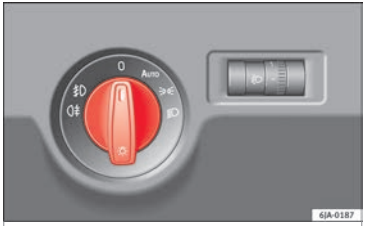

Fig. 45 Instrument panel: light control.
The location of the controls of **right-hand drive** cars differs slightly from the location shown here ››› Fig. 45 ››› page 61. However, the symbols indicating the respective positions of the controls remain the same.
– Turn the light switch ››› Fig. 45 to position ≡D. »
– Turn the light switch ››› Fig. 45 to position ≡D.
– Turn the light switch ››› Fig. 45 to position 0.
Daytime running lights are signalling devices for improving road safety. The lights are built into the headlights and come on each time the ignition is turned on if the light switch is in position **0** or **AUTO** ››› Fig. 45. It is automatically switched off when the side lights are turned on.
If the light switch is in this position **AUTO** ››› **Fig. 45**, the side lights, headlights and the number plate lights will turn on or off automatically.